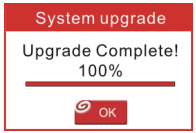

Figura 8
11. Il processo di registrazione è ora completo, lo strumento è ora pronto per l'uso (Vedi Figura 8).